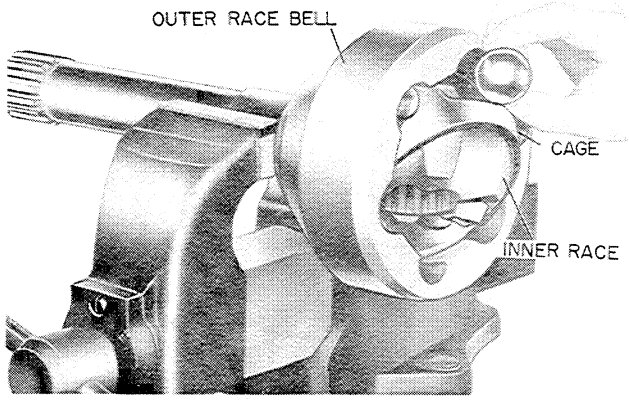

Figure U-47
3. Tilt the inner race and cage until one ball can be inserted, Figure U-47. Then tilt the race and cage until the next ball can be inserted. Continue until all the balls are in place.